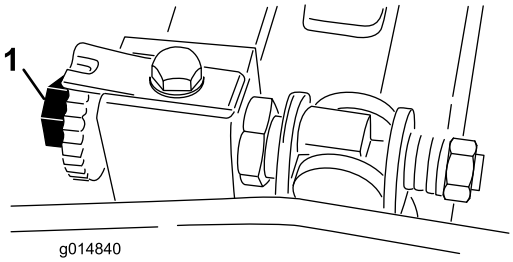

Figur 46
3. Rotera cylindern så att ett knivblad korsar underknivens egg mellan underknivens första och andra skruvhuvud på högra sidan av klippenheten (Figur 46).
6. Vrid den högra underknivsstångens justerskruv tills du känner ett lätt tryck (dvs. motstånd) i mellanlägget genom att skjuta det från sida till sida (Figur 46).